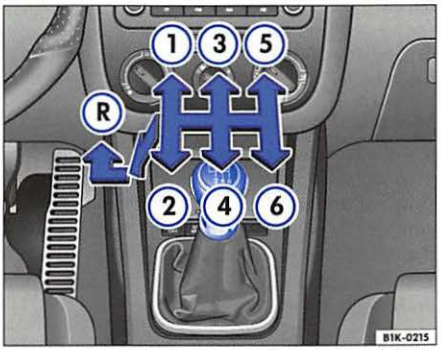

Fig. 81 Section of center console: manual transmission
– Press the gearshift lever down, move it to the left and then move if forward into Reverse ⇒ fig. 81 (R) shown on the gearshift lever.